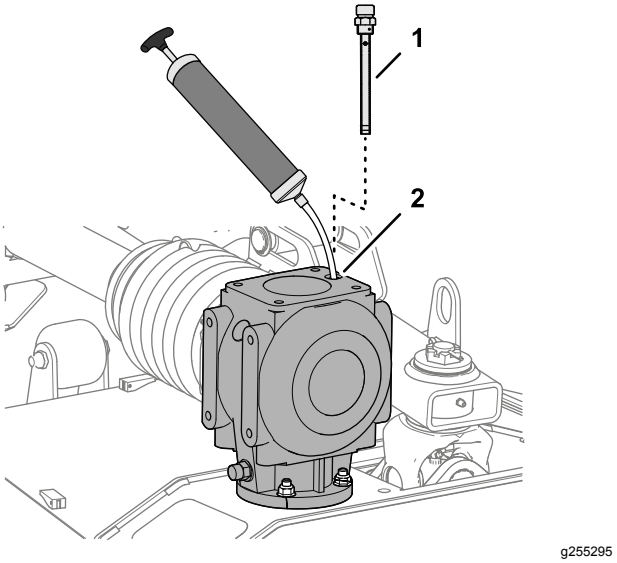

Figur 56
1. Ta ut mätstickan från ovansidan av växellådan (Figur 56).
2. Använd en sugpump för att avlägsna vätskan från växellådan genom mätstickans öppning (Figur 56).